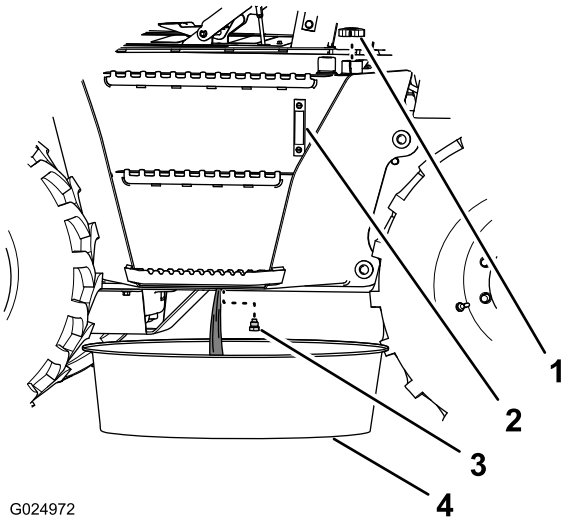

Bild 107
6. Stellen Sie eine Auffangwanne mit einem Fassungsvermögen von mindestens 190 l unter die Ablassschraube des Hydraulikbehälters (Bild 107).
7. Nehmen Sie die Ablassschraube vom Hydraulikbehälter ab (an der Unterseite des Behälters) und lassen Sie das Hydrauliköl ablaufen (Bild 107).
9. Setzen Sie die Ablassschraube ein (Bild 107).